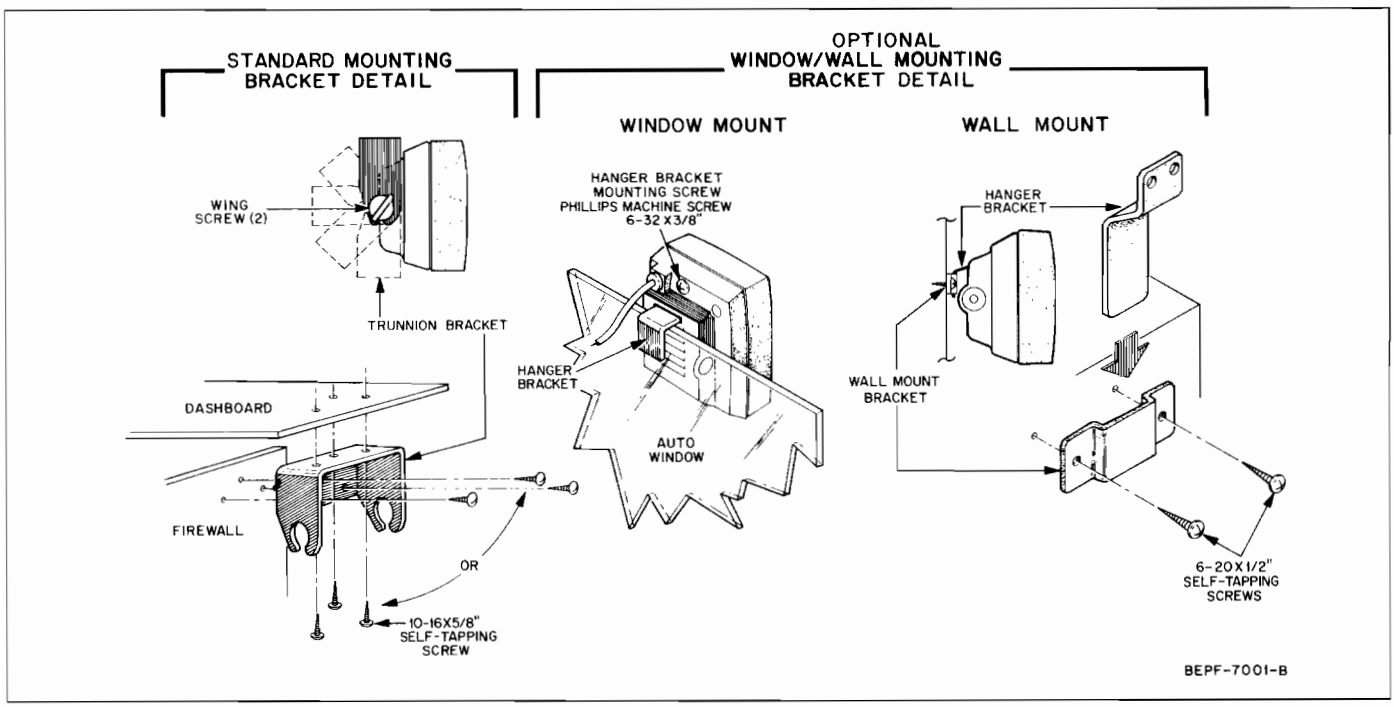

Figure 4. External ½W Speaker Installation Detail
The optional speaker is normally mounted under the dash, near the right side of the vehicle. However, the trunnion bracket permits mounting the speaker against a wall or at the bottom of the dash. Avoid mounting the speaker on the floor where high passenger traffic exists. A metal strap-type bracket is provided for mounting the speaker. If desired, the trunnion bracket can be removed and the hanger bracket (mounted on the back of the speaker) can be used to temporarily hang the speaker on the vehicle door or window to permit monitoring radio messages while the driver is outside the vehicle. Refer to Figure 4 for details.
1. Using the speaker trunnion bracket as a template, drill the necessary mounting holes and secure the bracket with the self-tapping screws provided in Speaker Mounting Hardware Kit, part no.0105954C50. Refer to Figure 4 for details.